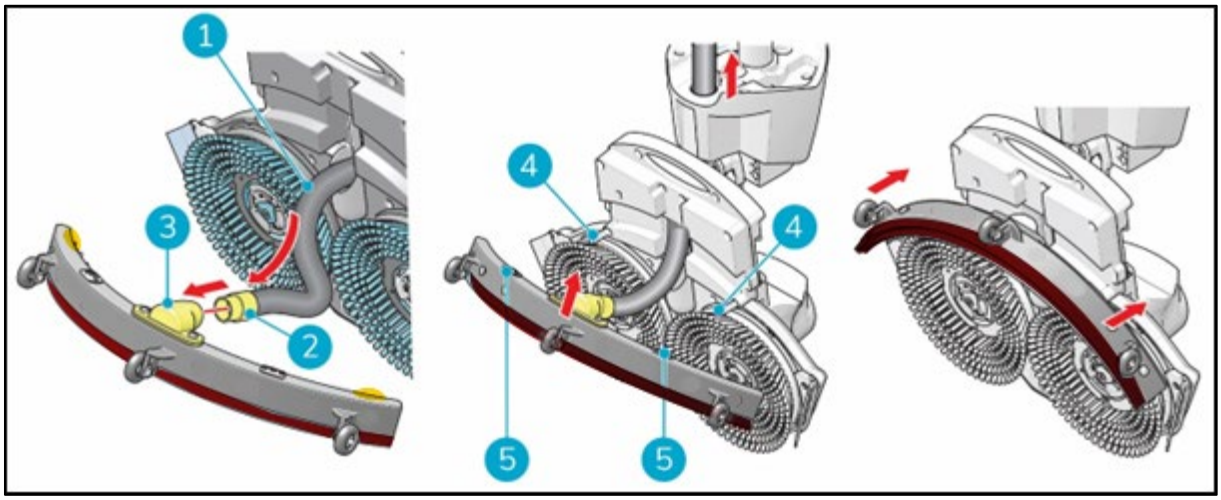

Figur 11
1. Ta vakuumslangen (figur 11, pos. 1).
2. Sett slangekoblingen (11, pos. 2) inn i nalen (figur 11, pos. 3).
3. Vri slangekoblingen 1/4 omdreining for å få den til å sitte godt (figur 11, pos. 2).
6. Innrett pinnene på skrubbedekket (Figur 11, pos. 4) med hullene på nalen (Figur 11, pos. 5).
(Figur 11, pos. 5).